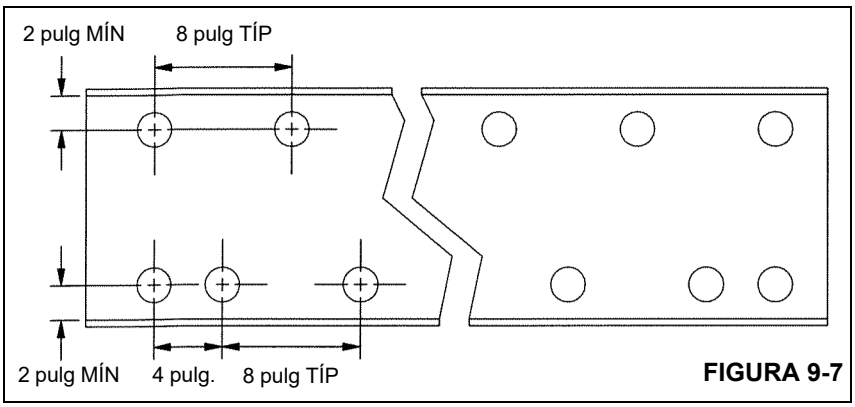

FIGURA 9-7
Vea la Figura 9-7 para el procedimiento recomendado de taladrado y empernado. Utilice pernos grado 8 de 5/8 pulg, taladre agujeros de 39/64 pulg de diámetro, instale los pernos y apriételos correctamente y como corresponde. Vea “Sujetadores y valores de apriete” en la página 1-7.
8. Si el ángulo de refuerzo va a empernarse, taladre el patrón de agujeros e instale pernos según se muestra en la Figura 9-7. Refuerce las zonas recortadas de los colgadores de ballestas y la zona soldada, del refuerzo de la suspensión al refuerzo delantero, añadiendo barras debajo de estas áreas.